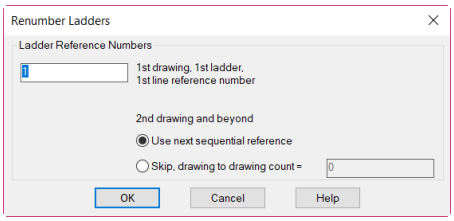

Figure 6-63 *The* ***Renumber Ladders*** *dialog box*
5. Enter **60** in the edit box and make sure the **Use next sequential reference** radio button is selected, refer to Figure 6-63. Next, choose **OK** in the **Renumber Ladders** dialog box.